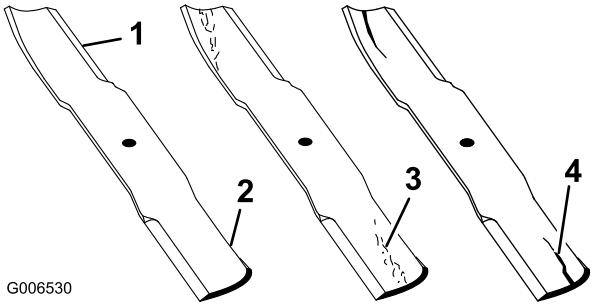

Figur 87
1. Undersøk kniveggene (Figur 87). Hvis kniven er sløv eller hvis det er hakk i den, må den tas av og knivene slipes. Se Slipe knivene.
2. Undersøk knivbladene, spesielt buen (Figur 87). Hvis du finner skader, slitasje eller ser at det begynner å dannes spor i denne delen av kniven (Figur 87), må den skiftes ut øyeblikkelig.